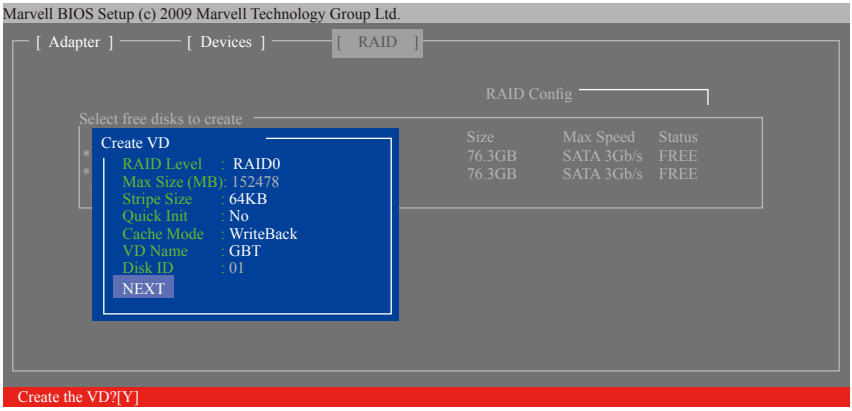

图7
6.**NEXT**：完成以上设定请至「NEXT」项目按<Enter>键。当确认信息出现时，确定制作磁盘阵列请按<Y>，取消请按<N> (图7)。